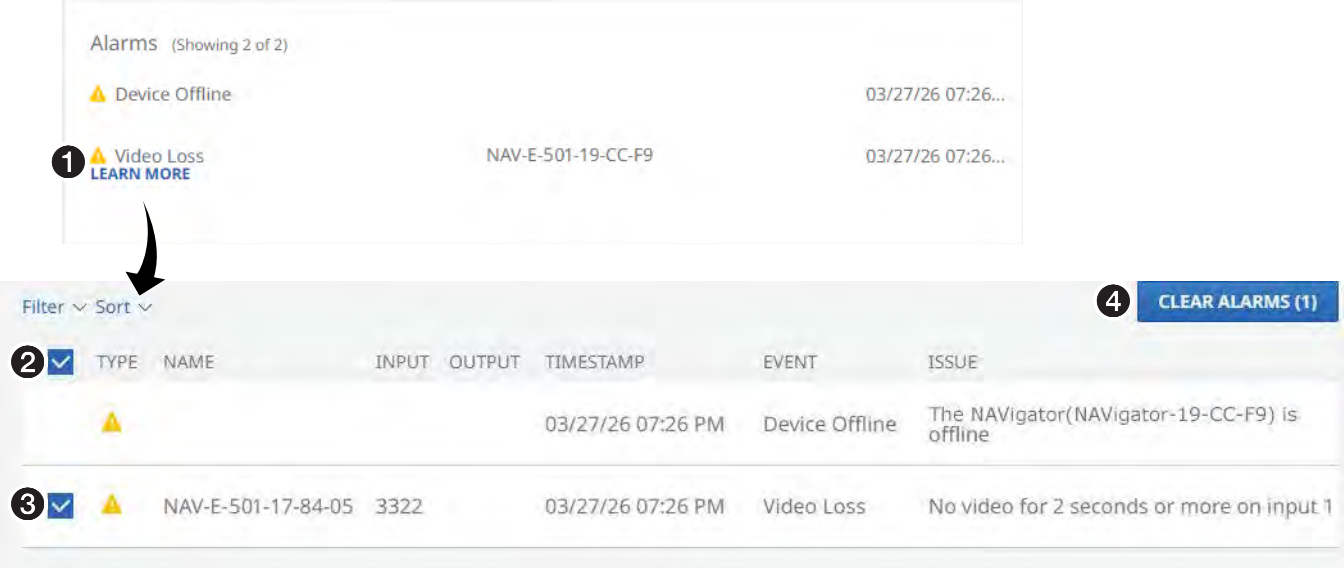

Figure 56. Clearing Alarms
The MANAGE ALARMS link (see **figure 51, ❾**) opens the Alarms page, which shows any current alarms. Figure 56 shows the pane when alarm indications are present (see **Alarms**). Some alarms self-clear when specific conditions are met, others remain as long as the condition that causes it remains. As an example, a temperature alarm remains until the encoder cools down.
1. Click **LEARN MORE** (see figure 56, ❶).
2. Click the **All** checkbox (❷) or individual endpoint checkboxes (❸) to select one or more alarms to clear.
3. Click **CLEAR ALARMS** (❹) to clear this alarm.